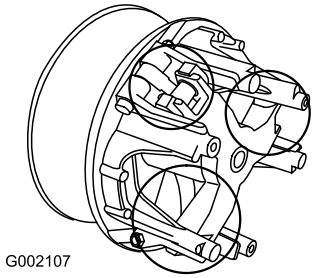

Figur 41
5. Smør de bevægelige dele på de steder, der er cirklet ind Figur 41 ved hjælp af Toros tørre smøringsspray, som fås hos en autoriseret Toro-forhandler eller -distributør.